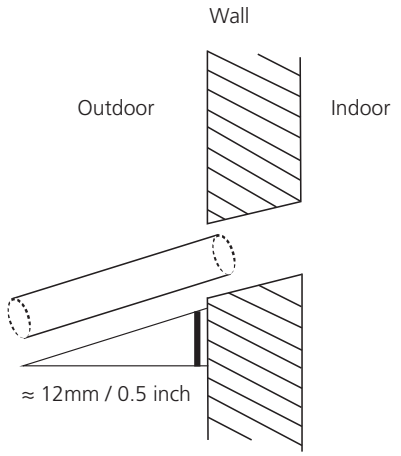

Fig. 6.5
3. Using a 65-mm (2.5”) core drill, drill a hole in the wall. Make sure that the hole is drilled at a slight downward angle, so that the outdoor end of the hole is lower than the indoor end by about 12mm (0.5”). This will ensure proper water drainage (See Fig. 6.5). Place the protective wall cuff in the hole. This protects the edges of the hole and will help seal it once you finish installation.